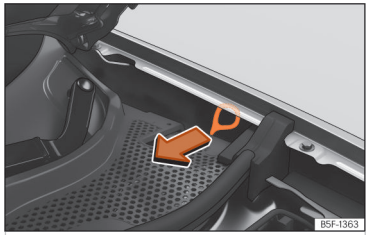

**Fig. 62** Between the left wing panel and the engine bonnet hinge: Charging connector manual release mechanism puller.
The puller for the manual release mechanism is on the left hand side of the engine compartment, above the charging socket ››› Fig. 62.
- Pull the puller ››› Fig. 62.